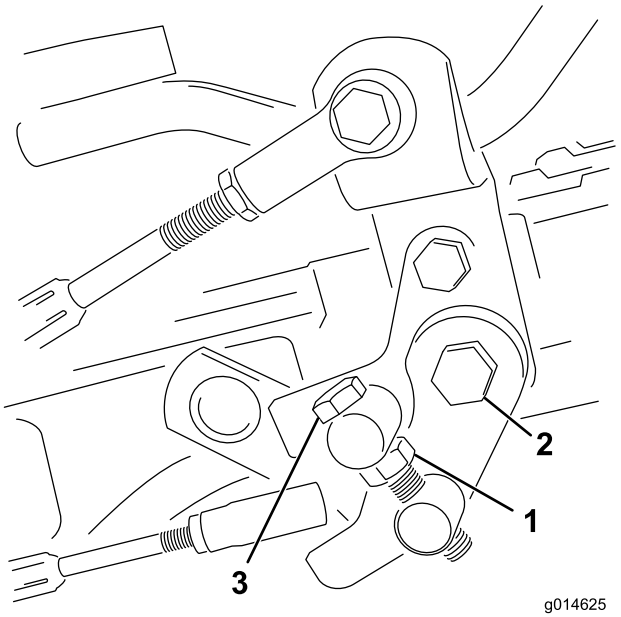

**Figur 48**
1. Løsne låsemutteren på vuggetappbolten (Figur 48).
4. Stram låsemutteren på vuggetappbolten og mutteren på pedaltappen for å låse justeringen (Figur 48). Sjekk justeringen, og juster etter behov.